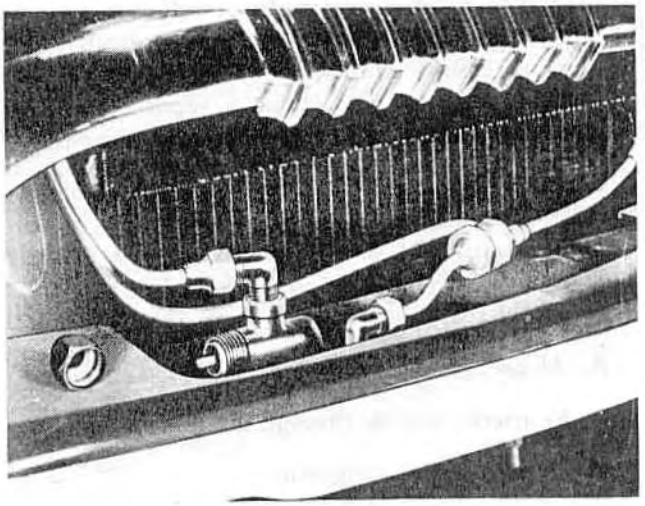

Figure 3—Receiver Shutoff Valve
3. Close the liquid line valve at the receiver, shown in figure 3, using Valve Key J-5427.